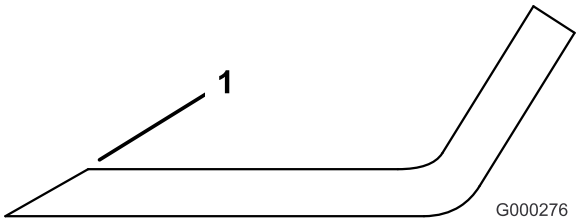

Figuur 95
1. Gebruik een vijl om de snijranden aan beide uiteinden van het mes te slijpen (Figuur 95).